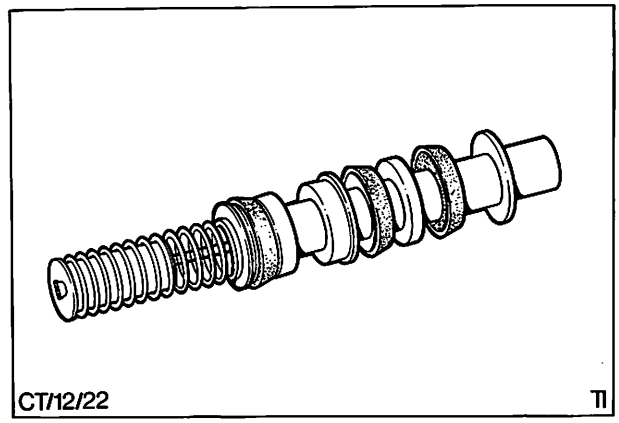

Abb. 60 Primärkolben kompl.
9. Primärkolben, Ausgleichscheibe, Primärmanschette, Druckhülse, Feder, Federteller, Federhülse und Spezialschraube zusammenbauen. Spezialschraube nicht übermäßig festziehen. Hinteres Ende des Kolbens wie in Abb. 60 gezeigt zusammenbauen.